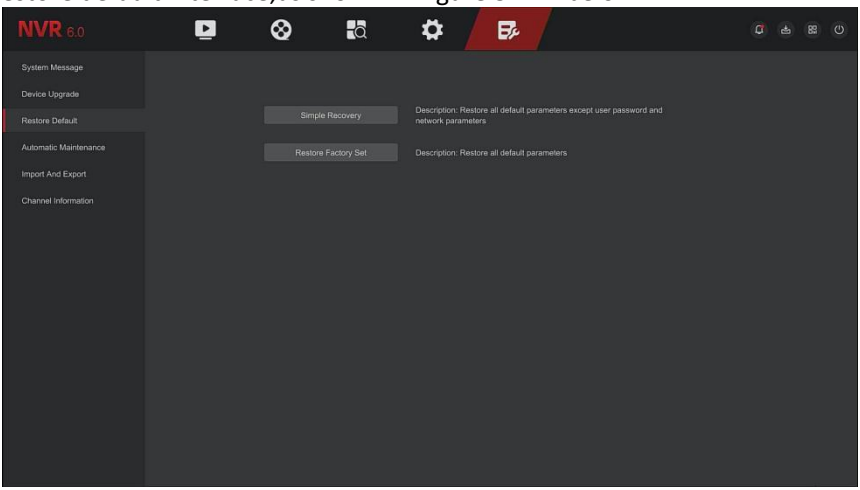

Figure 5-124
Step 1: In the main menu, choose " Maintain →Restore Default" to enter restore default interface,as shown in Figure 5-124 below.